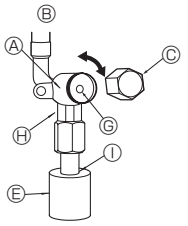
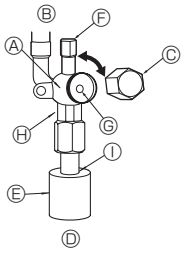

Fig. 4-5
Fig. 4-6
(1) Lado del gas (Fig. 4-5)
① Abra la tapa y gire la varilla de válvula hacia la izquierda hasta su tope, utilizando una llave hexagonal de 4 mm. Deje de girar cuando llega al tope. (ø15,88, 5/8 inch: Aproximadamente 11 revoluciones)
② Compruebe que la válvula de parada esté completamente abierta y gire la tapa de nuevo a su posición original.
(2) Lado del líquido (Fig. 4-6)
① Abra la tapa y gire la varilla de válvula hacia la izquierda hasta su tope, utilizando una llave hexagonal de 4 mm. Deje de girar cuando llega al tope. (ø6,35, 1/4 inch: Aproximadamente 4,5 revoluciones) (ø9,52, 3/8 inch: Aproximadamente 10 revoluciones)